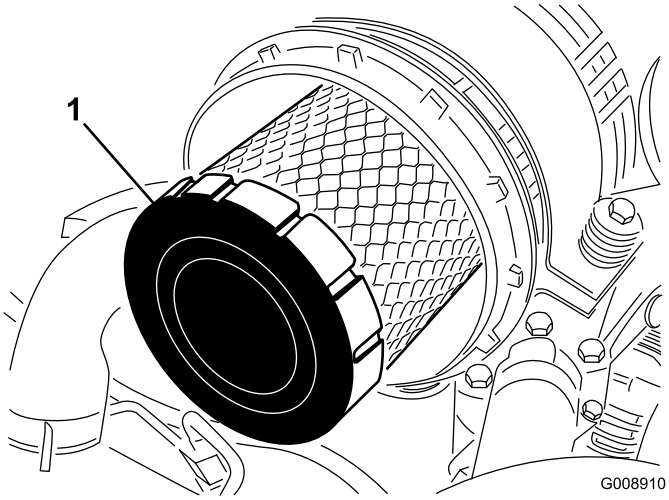

Figuur 46
4. Verwijder en vervang het voorfilter (Figuur 46).